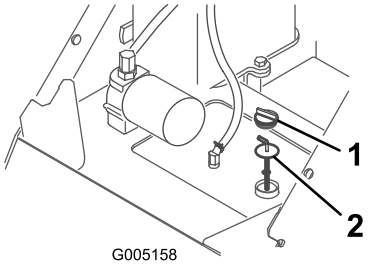

Figur 35
4. Rengør området rundt om hydrauliktankens påfyldningsstuds (Figur 35).
5. Fjern påfyldningsstudsens dæksel, og kontroller væskestanden med målepinden (Figur 35).